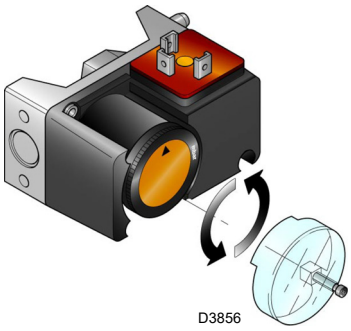

Fig. 36
- ➤ Adjust the maximum gas pressure switch (Fig. 36) to the end of the scale.
– adjust the maximum gas pressure switch (Fig. 36), on the butterfly valve, to the end of the scale;
Adjust the maximum gas pressure switch after having performed all the other burner adjustments with the maximum gas pressure switch set at the end of the scale (Fig. 36).